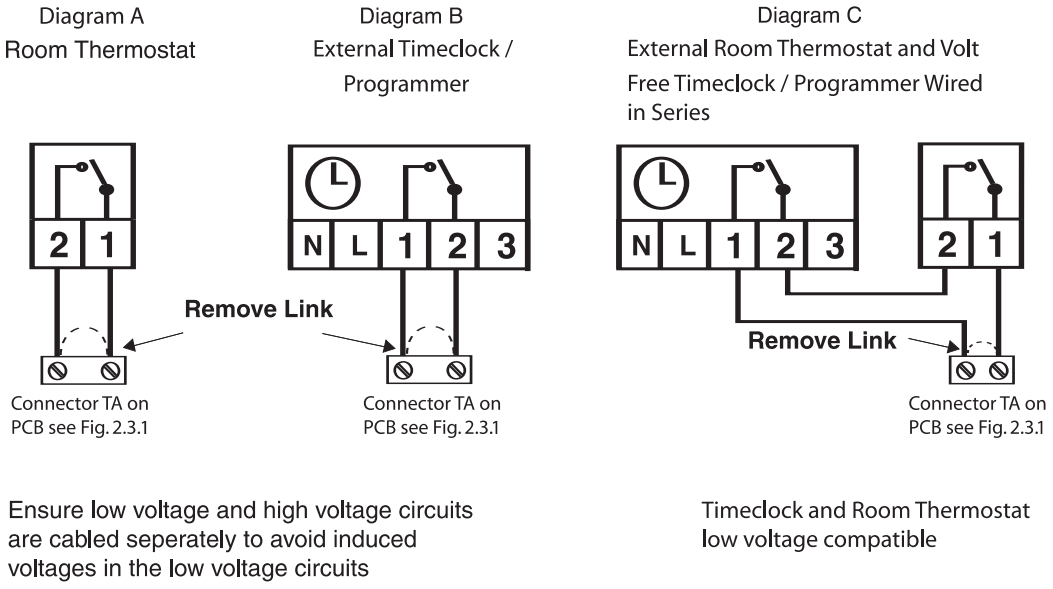

Fig. 2.32
b. - Connect the thermostat wires to the terminal block CN9 **(Fig. 2.32 - Diagram A).**
d. - Using a volt-free switching time clock, connect the switching wires from the time clock following points A-C above **(Fig. 2.32 - Diagram B).**
e. - If using an external time clock and room thermostat, these must be connected in series as points A-D above **(Fig. 2.32 - Diagram C).**